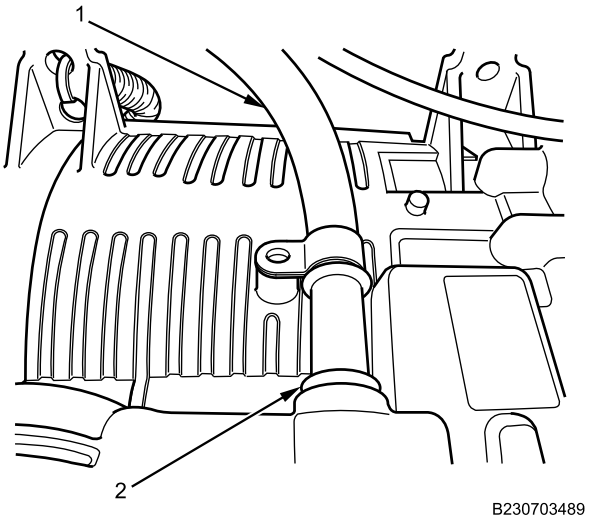

Figure 13. Dipstick Tube and Seal.
17. Remove end of dipstick tube (Figure 13, Item 1) from transmission. Remove and discard dipstick tube seal (Figure 13, Item 2).